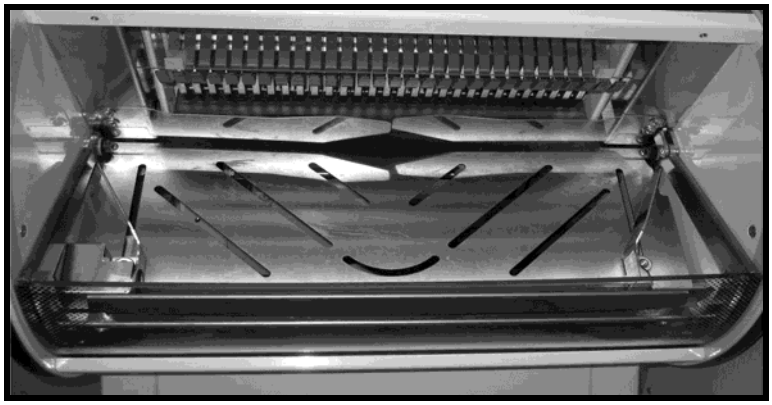

Figura 18
- **rischio di impigliamento accidentale delle dita** nelle fessure presenti sul piano di scarico del pane tagliato Figura 18. Se ciò accadesse, un movimento impulsivo o innaturale della mano potrebbe provocare trazioni/torsioni delle dita anche dolorose. Tuttavia, le feritoie devono essere lasciate per evitare che briciole e residui si accumulino e "inquinino" i successivi pani tagliati. Il rischio è comunque di fatto molto basso, anche perché la persona avrebbe la netta percezione delle dita che si stanno infilando nelle feritoie e le ritrarrebbe immediatamente.